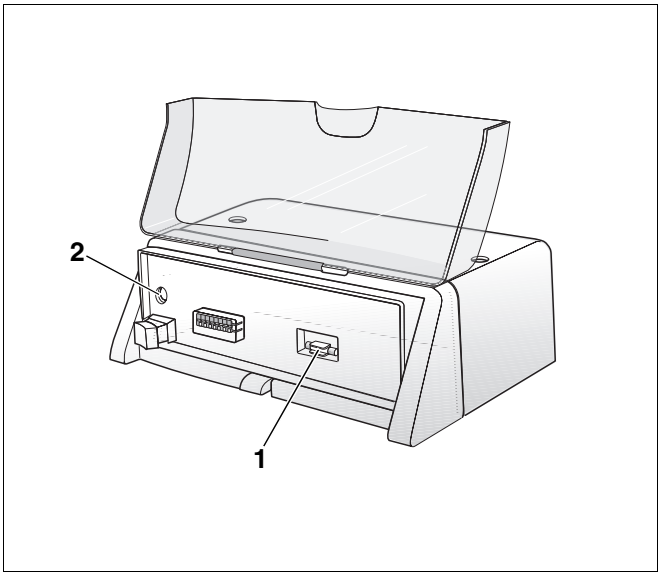

Abb. 12 Sicherung der Heizungsanlage tauschen
An der Vorderseite des Regelgerätes (unter dem Basiscontroller) befindet sich eine Aussparung mit einer Ersatzsicherung für die Heizungsanlage (Abb. 12, **Pos. 1**).
- Mit einem Schraubendreher entgegen dem Uhrzeigersinn die Abdeckung der Sicherung (Abb. 12, **Pos. 2**) entfernen.
- Abdeckung mit der defekten Sicherung (Abb. 12, **Pos. 2**) nach vorne herausziehen.